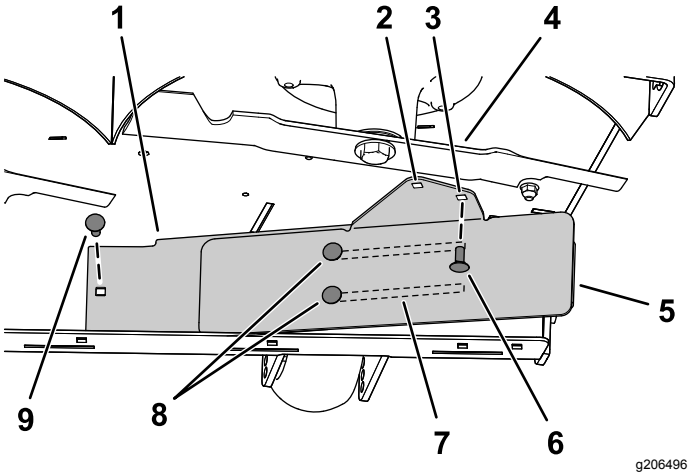

Figur 10
3. Monter venstre side af skærmen vha. en bræddebolt (5/16" x ¾") og en flangemøtrik (5/16") som vist i Figur 10.
4. Løsn de 2 bræddebolte (5/16" x ¾") i skærmåbningerne, og placer skærmen, så hullerne flugter med hullet i plæneklipperskjoldet (Figur 10).
5. Monter skærmen som vist i Figur 10.
Vigtigt: **Sørg for, at du bruger det korrekte hul til skærmen. Se Figur 10.**
6. Stram de 2 bræddebolte (5/16" x ¾") i skærmåbningerne (Figur 10).